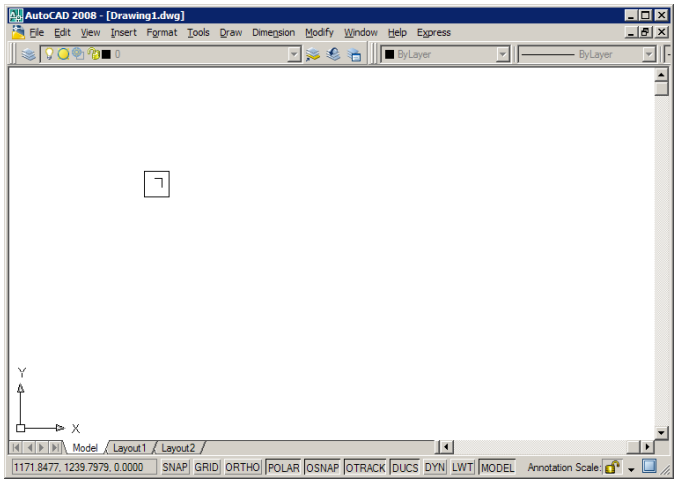

Figura 3.3: Antes do *zoom window*
4. Possivelmente o seu desenho pode ficar como na figura 3.3. Basta usar o `ZOOM` para aproximar-se: